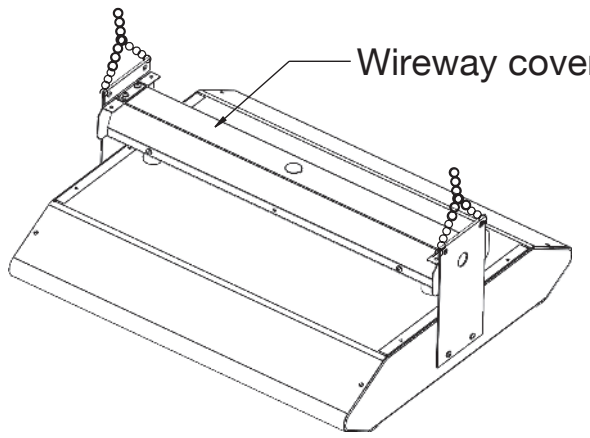

Figure 3
Refer to Figure 3 and proceed as follows.
2. Attach loop chains (not furnished) on each end of mounting bracket as shown in Figure 3.
4. Remove screws (see Figure 3) from front of wireway cover and allow heater to rotate down for wiring.